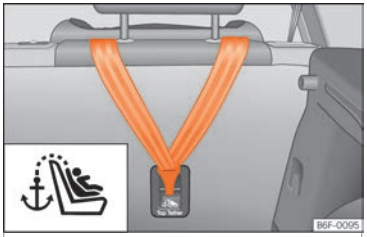

Fig. 27 Parte posterior dos bancos traseiros: argolas de fixação para o cinto Top Tether.
- Deslize a correia e fixe-a corretamente na fixação da parte posterior do encosto ››› Fig. 27.